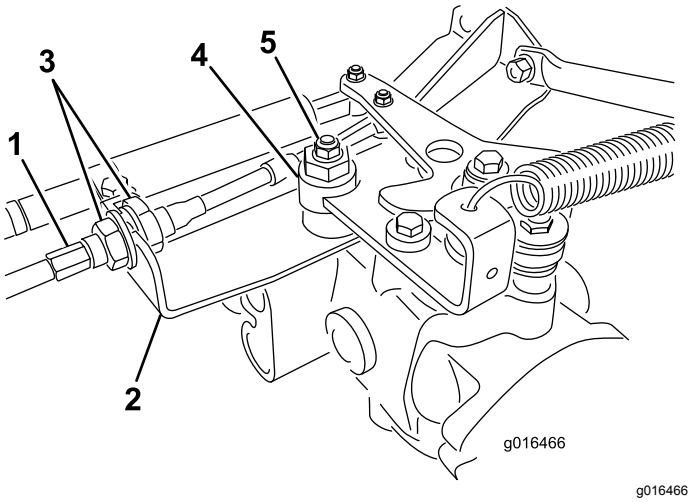

Figur 46
A. Lossa båda kontramuttrarna som säkrar drivkabeln till motorväggen på hydrostaten (Figur 46). Se till att lossa kontramuttrarna
Obs: Lossa muttern som fäster excenterbulten på hydrostatens ovandel (Figur 46).
E. När hjulet slutar rotera drar du åt muttern som låser excenterbulten och justeringen (Figur 46).
G. Dra åt låsmuttrarna jämnt på båda sidor av motorväggen och säkra drivkabeln vid motorväggen (Figur 46). Vrid inte kabeln.